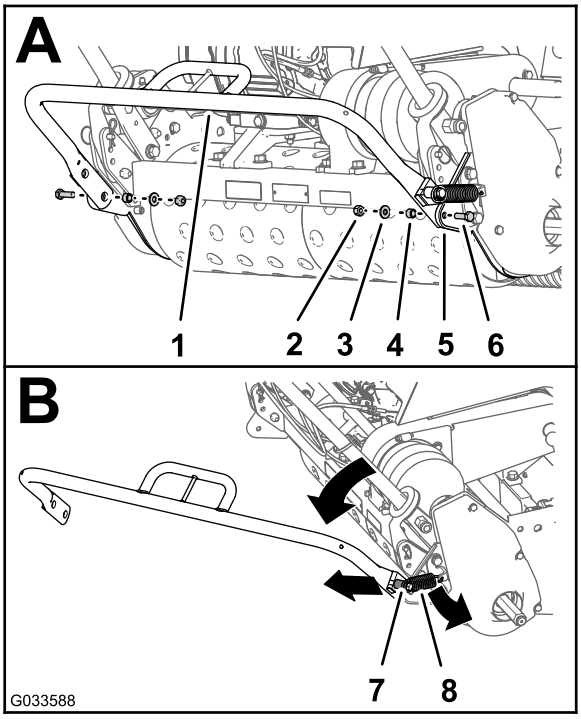

Рисунок 2
1. Установив откидную подставку в верхнее положение, отверните контргайку, снимите шайбу, проставку и винт (5/16 x 1 дюйм), которые крепят каждую сторону откидной подставки к боковым пластинам (вид A на Рисунок 2).
2. Снимите пружину со стойки пружины (1 дюйм) откидной подставки (вид B на Рисунок 2).